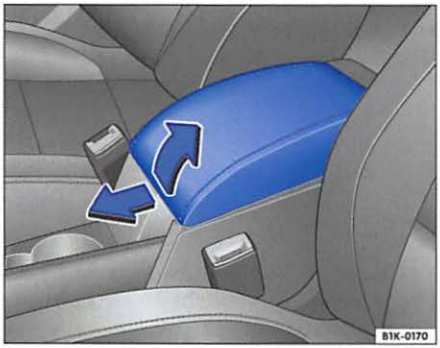

Fig. 54 Front center armrest
– Lift the armrest in the direction of the arrow ⇒ fig. 54 gradually until it latches into the desired position.